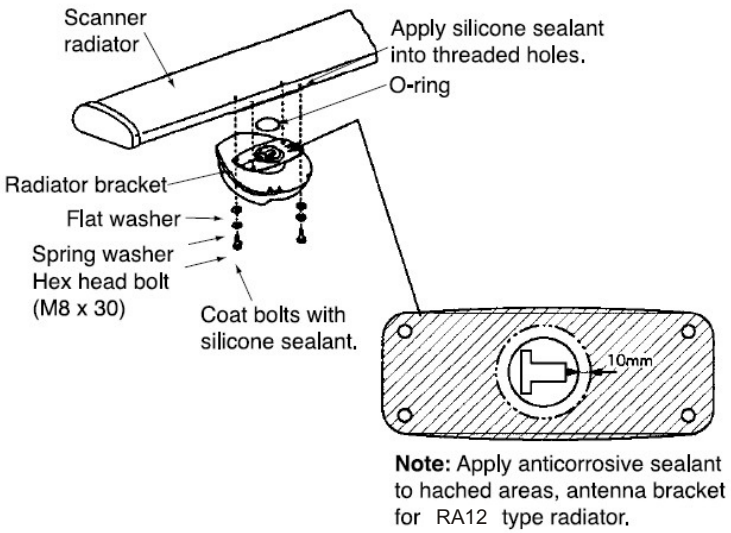

Figure 6-12 Fastening the radiator to the radiator bracket
3. Now is the time to fix the radiator to the radiator bracket. Apply anticorrosive sealant (silicone sealant) to hatched areas, to prevent corrosion. See the figure below.Apply silicone sealant into threaded holes on the scanner radiator. Remove the cap on the radiator bracket and orient the radiator bracket as shown in Figure 6-12. Apply grease to the O-ring and set it to the center of the radiator bracket. Coat the radiator fixing bolts with silicone sealant. Fasten the radiator to the radiator bracket with the ONWA logo on the radiator facing ship`s bow.